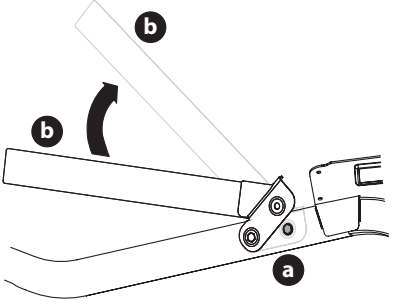

Fig. 4
1. Extraiga los dos tornillos arandela hexagonal (a) que están instalados parcialmente en el bastidor (Fig. 4).
2. Gire el aro superior (b) hasta que quede en su posición (Fig. 4).